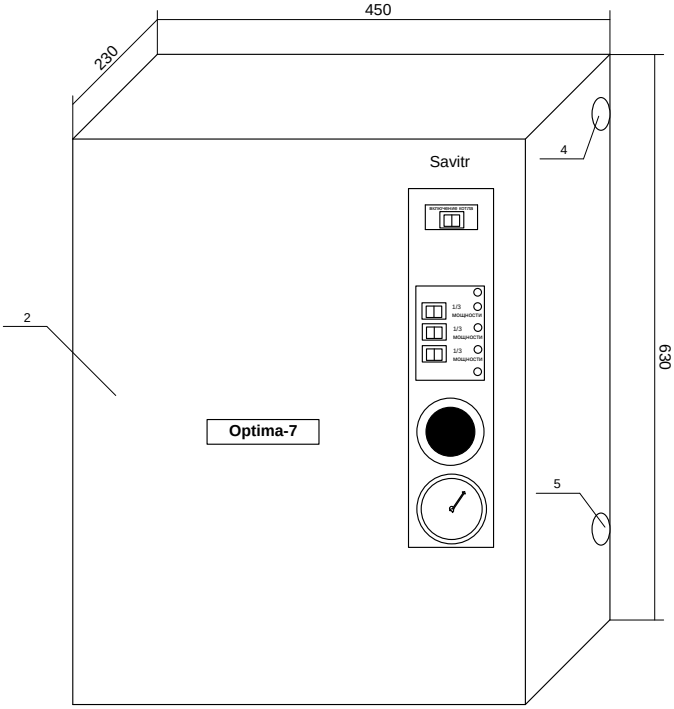

Рисунок 2. Общий вид водонагревателя «Optima»
6.1. Для подготовки водонагревателя электрического серии «Optima»/«Standart» к работе, необходимо подсоединить его к отопительной системе, закрепив его на стене таким образом, чтобы в случае срабатывания клапана безопасности (поз.17 рис.2) теплоноситель мог свободно стекать вниз.
Для электрического питания котла необходимо подключить три фазы к контактам пускателя (поз.10 рис.2), соответственно к клеммам A, B, C и нейтраль к клемме N.
Рекомендуется силовые кабели и кабели управления прокладывать раздельно, для этого в корпусе предусмотрены раздельные кабельные вводы (поз 4 и 5 рис. 2).
6.9. Заземлите водонагреватель. Контакт заземления (поз.11 рис.2), соедините медным гибким проводом, сечением не менее 2,5 мм² с заземляющей магистралью. Последовательное включение в заземляющую магистраль запрещается!
- выберите необходимую мощность водонагревателя. Для этого включите любые одну, две или три клавиши мощности на блоке управления 22 (рис.2);
- установите необходимую температуру теплоносителя регулятором температуры 8 (рис.2) и температуру воздуха в помещении на комнатном термостате (в случае его использования);